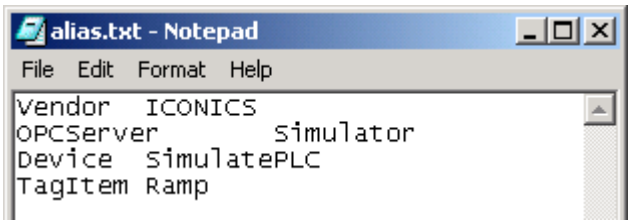

Figure 4 - Sample Alias File
4. Specify the aliasName then press the Tab key, followed by the aliasDefinition, and then the enter key. Repeat this for all aliases you want to include in the alias file. Figure 4 shows an example of how the text file would look like. Note that there is exactly one tab between the aliasName and the aliasDefinition, which is why the columns may or may not line up